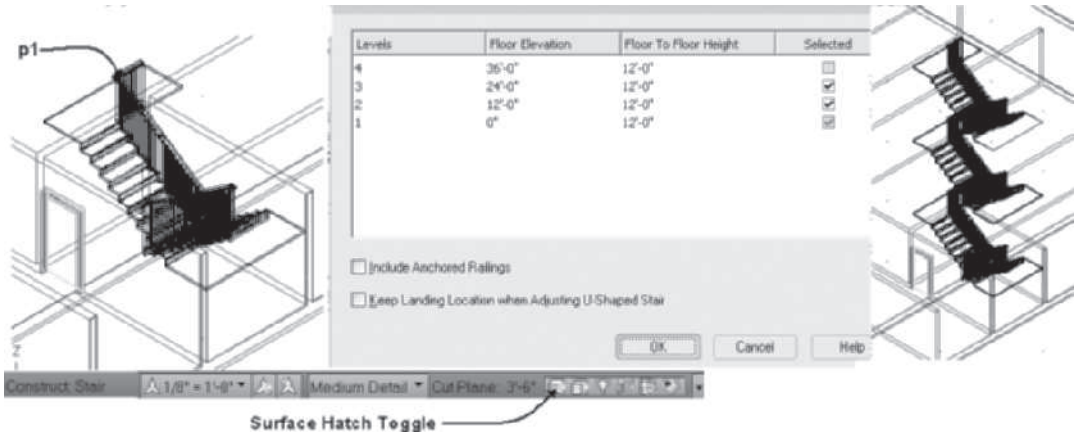

FIGURE 9.69 *Stair and railing generated for a stair tower*
11. Select **SW Isometric** from the **View Cube.** To turn off the surface hatch and choose **Surface Hatch Toggle** from the **Drawing Window** status bar (see Figure 9.69).
Select railings and slabs: *(Select the railing at* p1 *as shown in Figure 9.69.) 1 found*
(The stair tower is generated as shown at the right in Figure 9.69.)